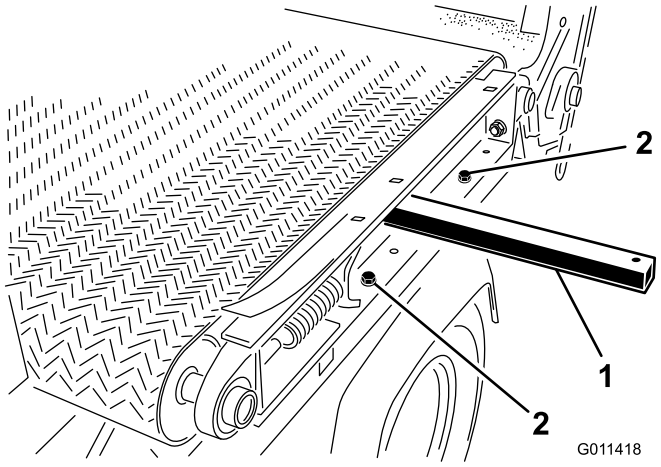

Figur 35
7. Fjern de (2) maskinskruer, skiver og møtrik på venstre side af maskinen, der fastgør glideladet til stellet (Figur 35).
- Isæt en løftestang i hullet på venstre side af maskinen, og hæv løftestangen for at tippe glideladet (Figur 35).